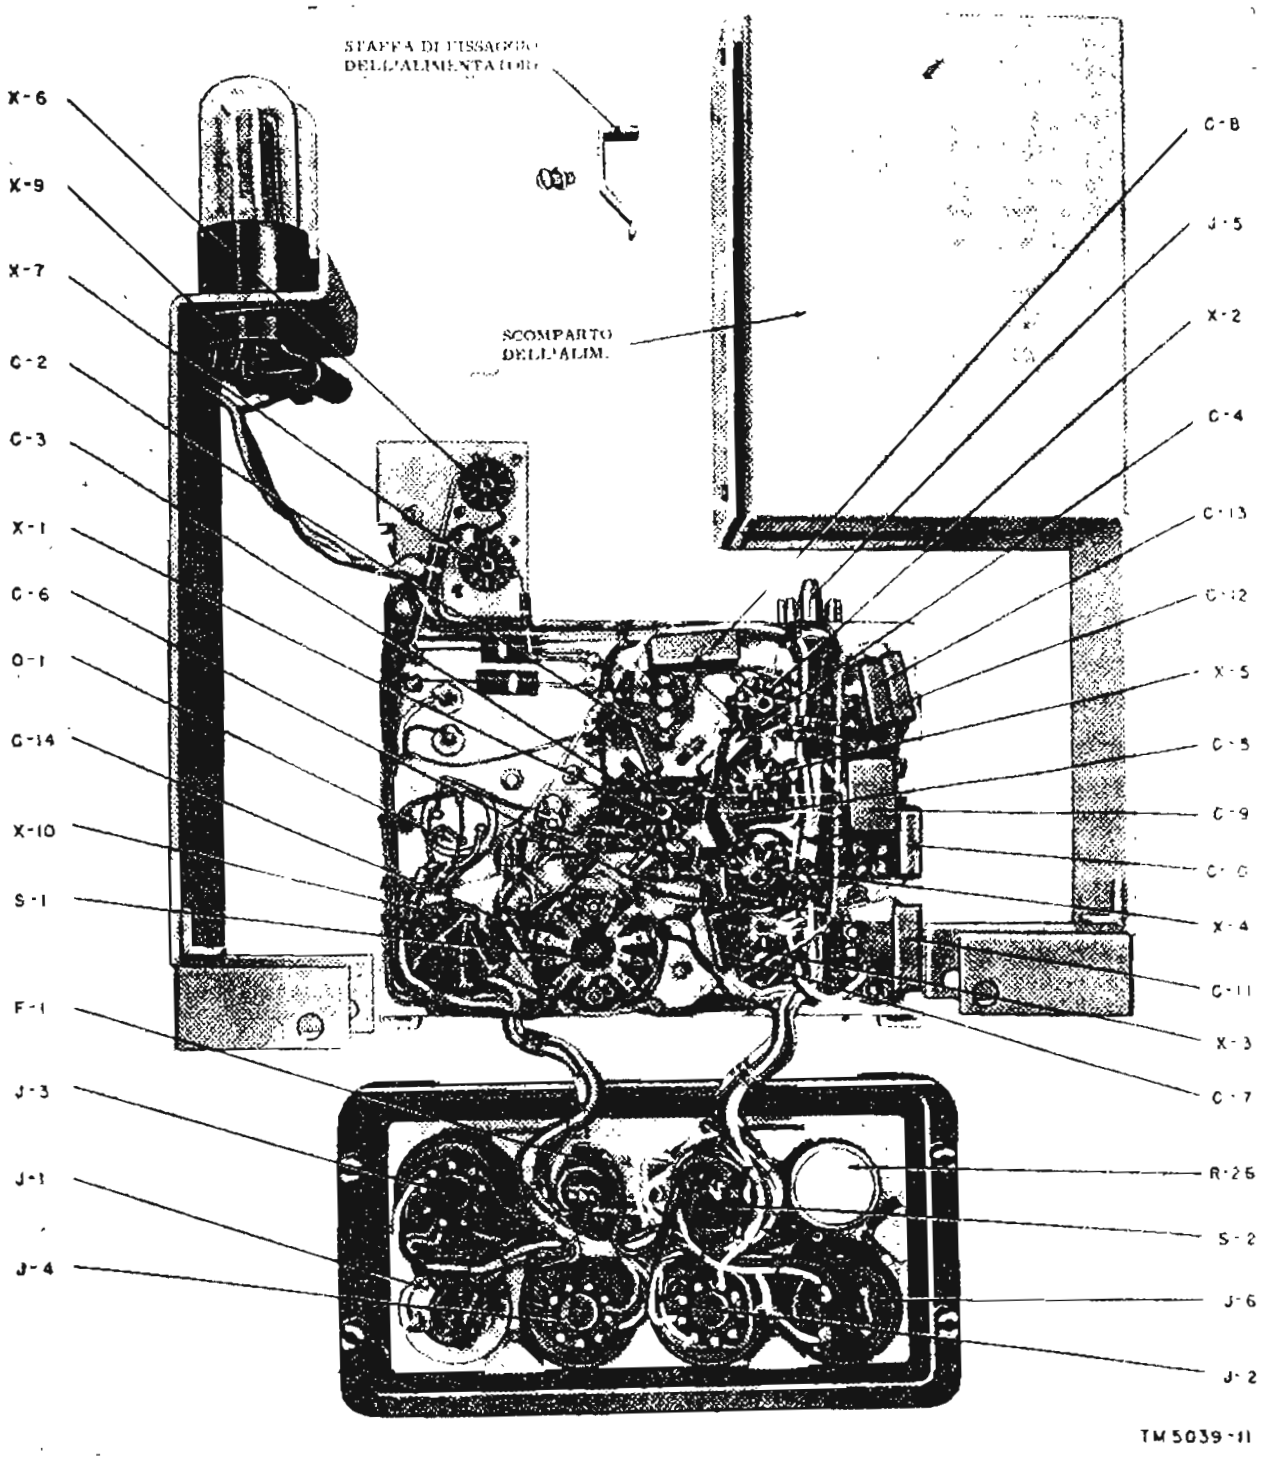

FIG. 11 - Vista dell'amplificatore AM-65/GRC, scomposto.
(1) Allentare la staffa sul retro dello scomparto dell'alimentatore (fig. 11).
(2) Estrarre l'alimentatore dallo scomparto, agendo sull'apposita impugnatura.
## 25. Scomposizione per ispezione e pulizia (fig. 11)